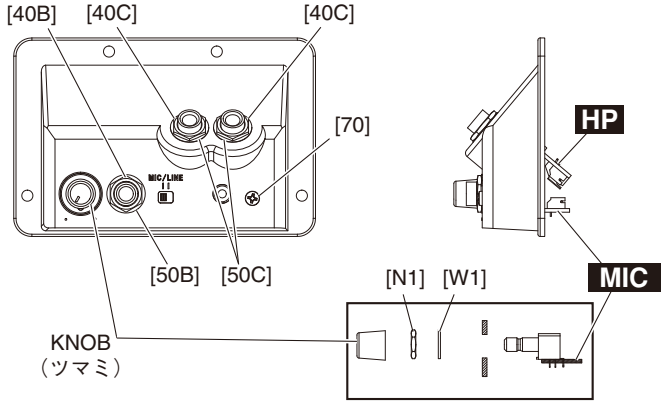

Fig. 17（図 17）
16-2-1. Remove the input volume knob, the hexagonal nut marked [N1] and the washer marked [W1]. (Fig. 17)
16-2-2. Remove the hexagonal nut marked [40B], the washer marked [50B] and the screw marked [70]. The MIC circuit board can then be removed. (Fig. 17)
* ***When installing the INPUT VOLUME knob, set it to the VOL. MIN position, that is, align the bar on the knob with the point on the case as shown in the figure. (Fig. 17)***
Remove the two (2) hexagonal nuts marked [40C] and the two (2) washers marked [50C]. The HP circuit board can then be removed. (Fig. 17)
16-2-1. INPUT VOLUME のツマミと [N1] の六角ナット 1 個、[W1] のワッシャー 1 個を外します。（図 17）
16-2-2. [40B] の特殊六角ナット 1 個、[50B] のワッシャー 1 個と [70] のネジ 1 本を外し、MIC シートを外します。（図 17）
※ **ツマミ（INPUT VOLUME）を取り付ける際は、VOL.MIN の状態でツマミのバーとケースのポイントが合うように取り付けます。（図 17）**
[40C] の特殊六角ナット 2 個と [50C] のワッシャー 2 個を外し、HP シートを外します。（図 17）